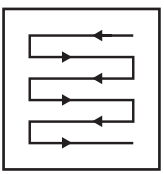

Rys. 20
5. Kosić w lekko zachodzących na siebie rzędach. Najbardziej efektywnym sposobem koszenia jest koszenie w liniach prostych wzdłuż jednej z krawędzi trawnika. Pozwala to uzyskać równe rzędy oraz uniknąć pominięcia niektórych fragmentów trawnika (rys. 20).